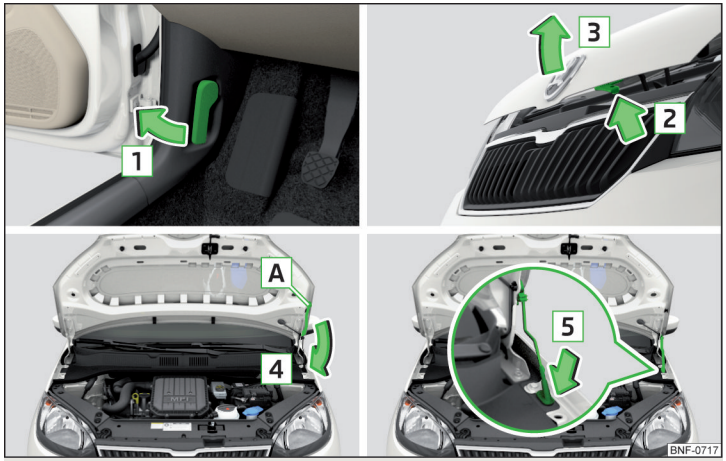

Fig. 136 **Opening the bonnet**
- Open the front door and pull the release lever below the dash panel in the direction of arrow 1 » Fig. 136.